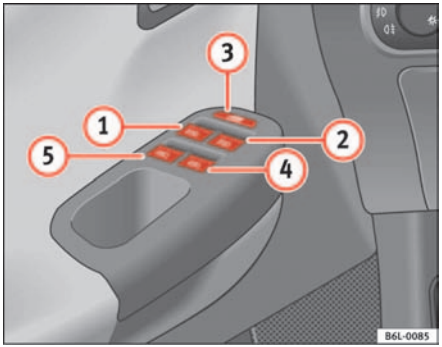

Fig. 52 Section of the driver door: controls for the front and rear windows
The buttons ⇒ page 83, fig. 52 (1) and (2) have two levels for opening the window and two for closing it. This makes it easier to open or close windows to the desired position.